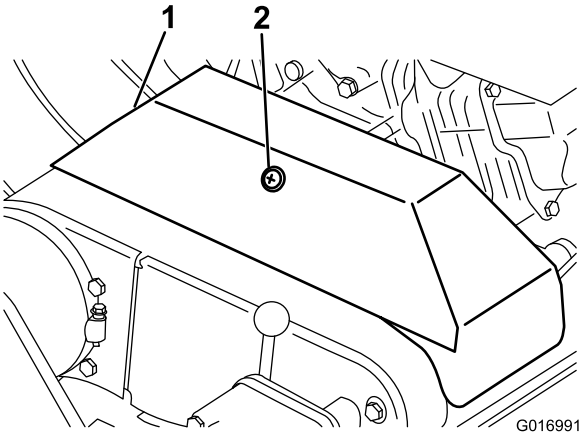

Figuur 33
3. Draai de borgschroef los waarmee de kap van de V-riem is bevestigd, en draai de kap open (Figuur 33).